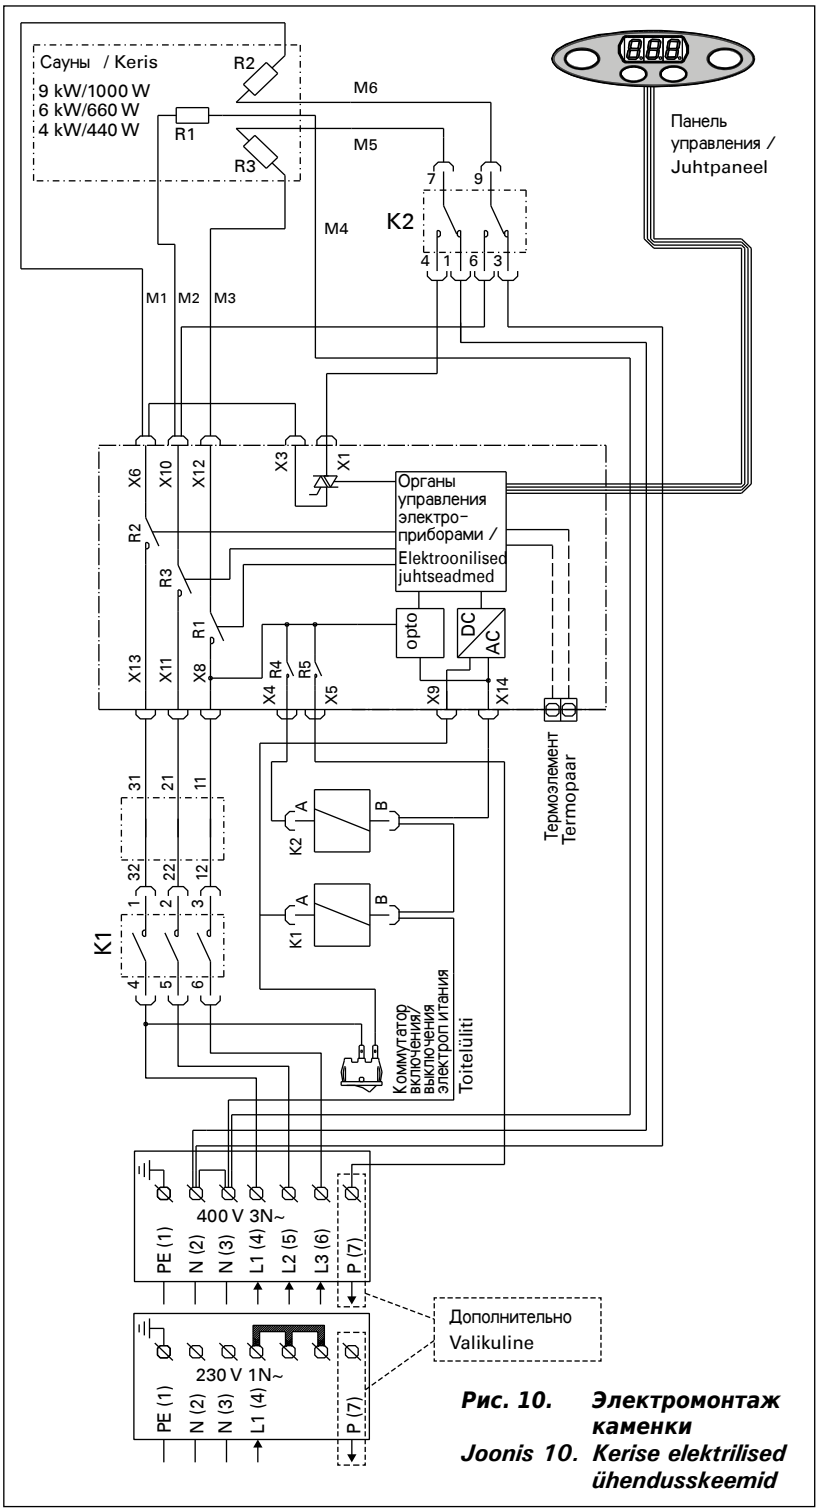

Рис. 10. Электромонтаж каменки
Колодка нагревательных элементов, кроме подачи питания, используется также в качестве дополнительного разъема (P) для внешнего управления нагревом. См. рис. 10.